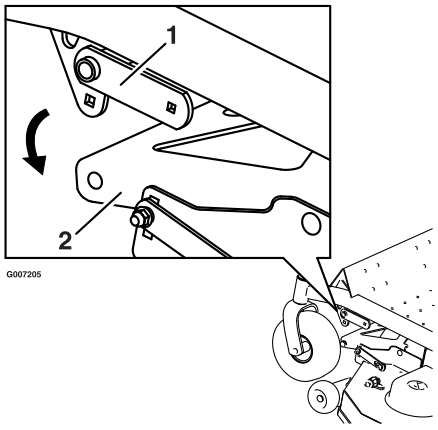
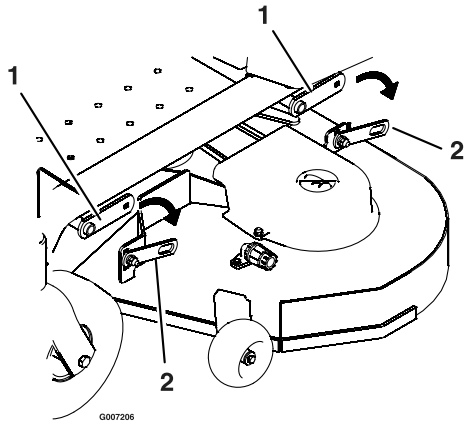

Figuur 53
Figuur 54
4. Verwijder de bevestigingselementen van de maaidekdrager en de hefarm van het maaidek op beide kanten van het maaidek (Figuur 53).
5. Verwijder de moer, de bout en de lagerbus van het draaipunt van de steun van het maaidek (Figuur 53). Laat de voorkant van het maaidek voorzichtig neer op de grond (Figuur 54).
5. Bevestig de achterste steun van het maaidek met de aanwezige bevestigingselementen aan de hefarm van het maaidek (Figuur 54).
6. Zet de bevestigingselementen van de maaidekdrager en de hefarm van het maaidek op beide kanten van het maaidek vast (Figuur 53).